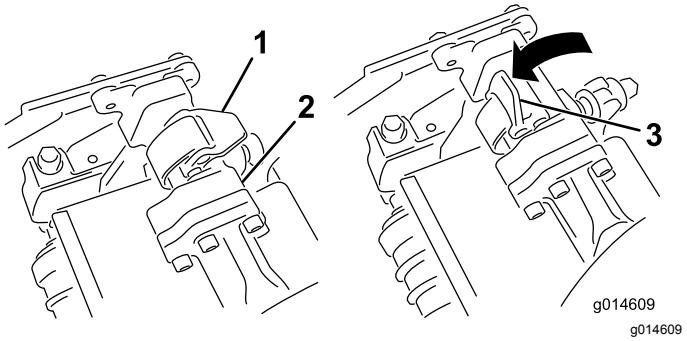
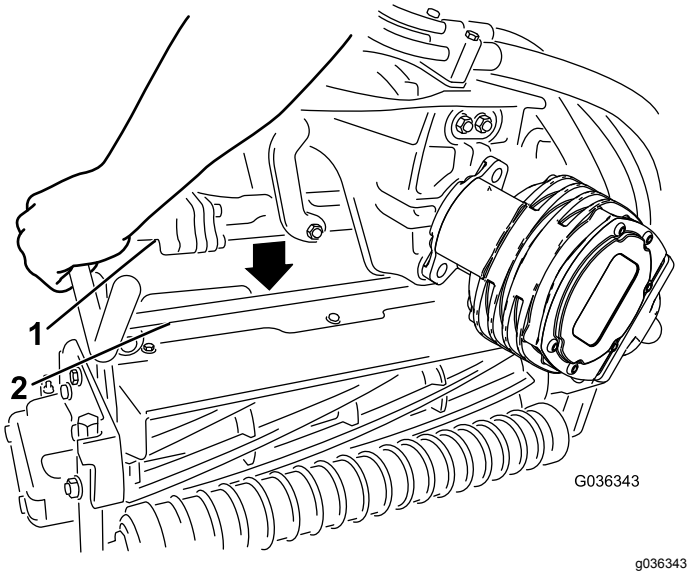

**Figuur 31**
**Figuur 32**
4. Zorg ervoor dat de vergrendelingen op de ophangarm omhoog wijzen (dus open staan) (Figuur 31), druk de ophangarm omlaag zodat de stang ervan over de stang aan de bovenkant van het maaidek valt (Figuur 32).
5. Sluit de vergrendelingen rond de stang van het maaidek en vergrendel ze (Figuur 31).
5. Open de vergrendelingen op de stang van de ophangarm van het maaidek dat u wilt verwijderen (Figuur 31).